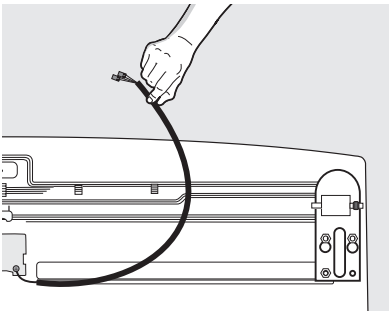

Figure 3
6. Faites glisser le câble gris et les connecteurs hors de la rainure de plastique qui se trouve en bas du côté droit (voir figure 3).